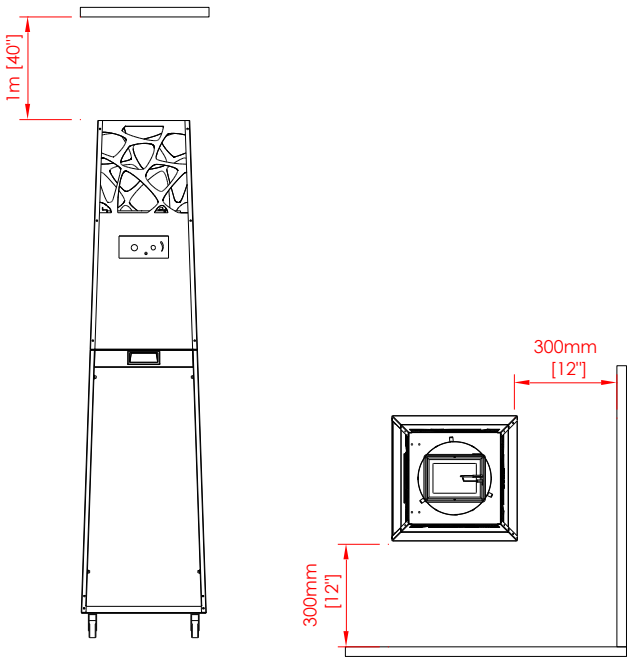

Abb. 2 – Mindestabstände
- Dieses Gerät muss während des Gebrauchs von brennbaren Materialien ferngehalten werden. Stellen Sie keine brennbaren Materialien in einem Abstand von 0,3 m zum PYRAMID und 1 m über dem Gerät auf (Abb. 2).